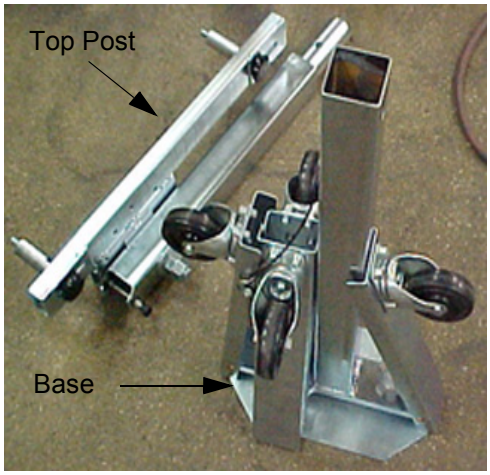
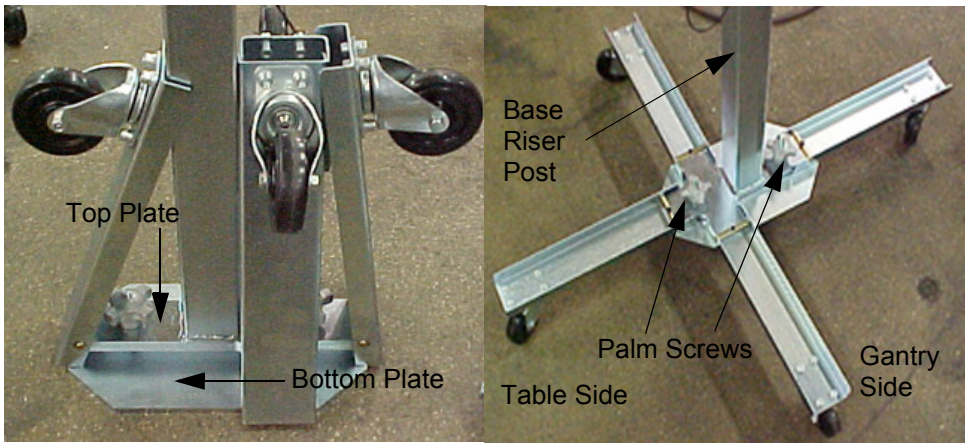

Figure 8-60 Redesigned Front Cover Dolly in Storage Mode
Figure 8-61 Redesigned Front Cover Dolly Base Assembly
1.) Arrange Dolly sections for assembly. The base and post can be assembled only one way. Refer to Figure 8-60 and Figure 8-61.
- The base uses two (2) palm screws to clamp the four (4) legs in the open or usage mode.
Note: Lifting the base by the riser post while leaving the castors on the floor will ease palm screw tightening. Reference Figure 8-61.